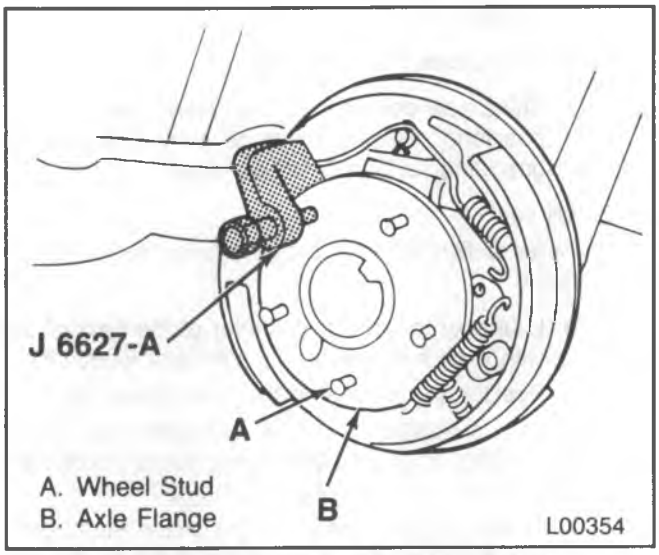

Figure 17—Pressing Out Wheel Stud
Remove or Disconnect (Figure 17)
3. Stud (A) from the axle flange (B) using J 6627-A (figure 17).
1. Stud (A) in the axle flange (B) hole. Refer to figure 17.
- Start the new stud (A) into the axle flange (B) hole by pressing firmly with your hand.
- Tighten the wheel nut and draw the stud (A) head into the rear of the flange (B).